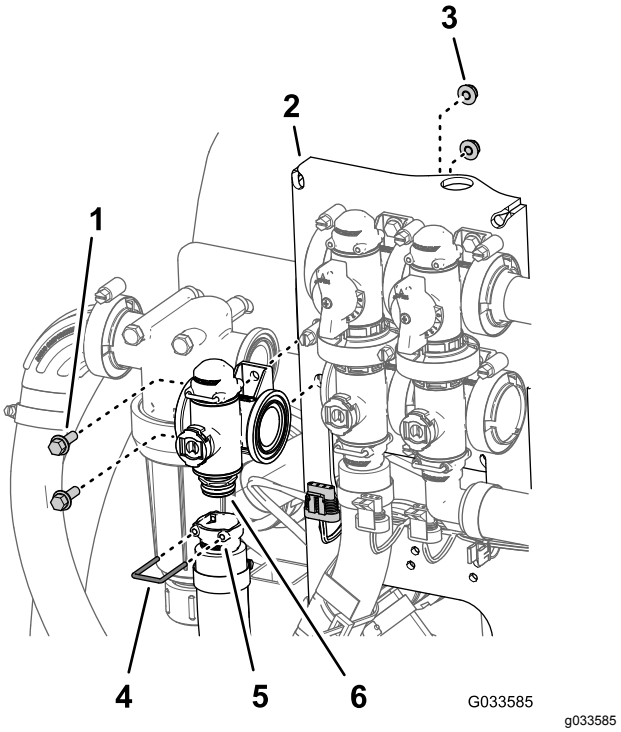

Figur 99
2. Fjern holderen som fester uttaksnippelen til manifoldkoblingen for mengderegulatorventilen (Figur 99).
3. Fjern de to flenshodeskruene (¼ x ¾ tomme) og de to flenslåsemutterne (¼ tomme) som fester mengderegulatorventilen til ventilfestet, og fjern ventilmanifolden fra maskinen (Figur 99).